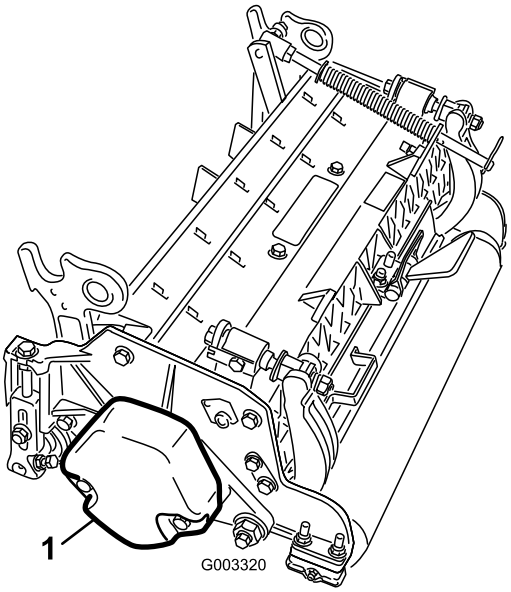

Rysunek 4
4. Upewnij się, że przeciwwaga (Rysunek 4) zamocowana jest na właściwym końcu zespołu tnącego zgodnie z opisem w rozdziale dotyczącym zespołu tnącego w *instrukcji obsługi*.